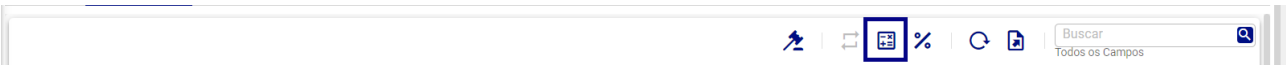

Figura 157: Cálculo
- **Cálculo (Figura 157):** A ação de cálculo é dividida em dois painéis: